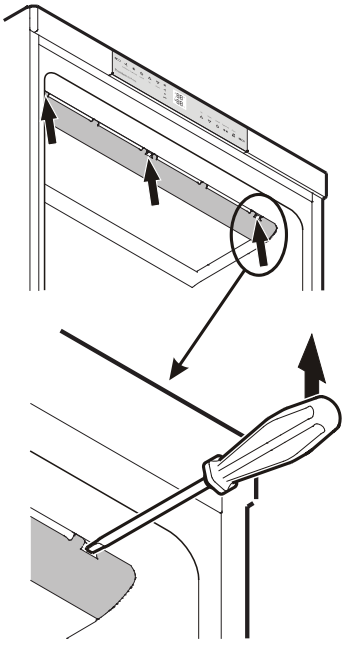

Figure 14
1. Unlatch carefully the cover at left, middle and right using a screwdriver - ***Fig. 14***.